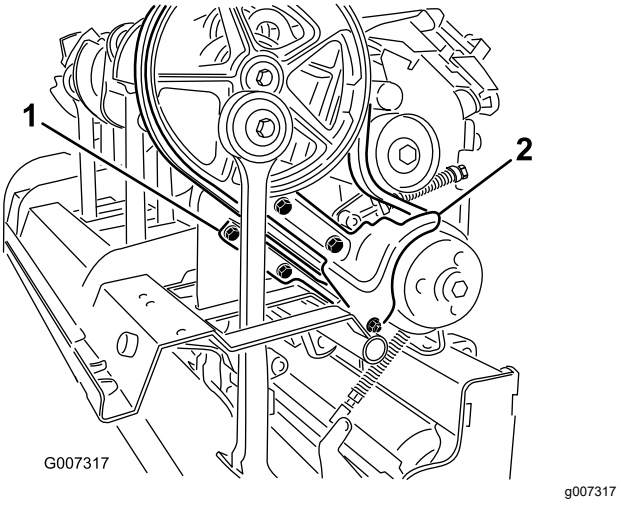

Figuur 37
3. Verwijder het bevestigingsmateriaal waarmee de stofkap en de onderste riemkap bevestigd zijn (Figuur 37). Verwijder de stofkap en de onderste riemkap.